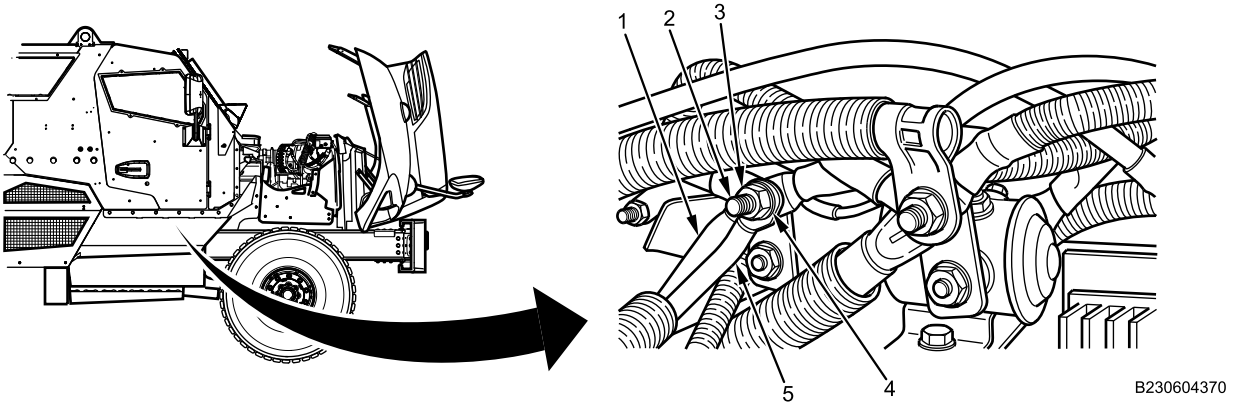

Figure 1. IP Feed Harness Connections at 12V Solenoid.
1. Remove nut (Figure 1, Item 3), lockwasher (Figure 1, Item 4), and two IP feed harness connectors (Figure 1, Item 1 and 5) from 12V solenoid terminal (Figure 1, Item 2). Discard lockwasher (Figure 1, Item 4).